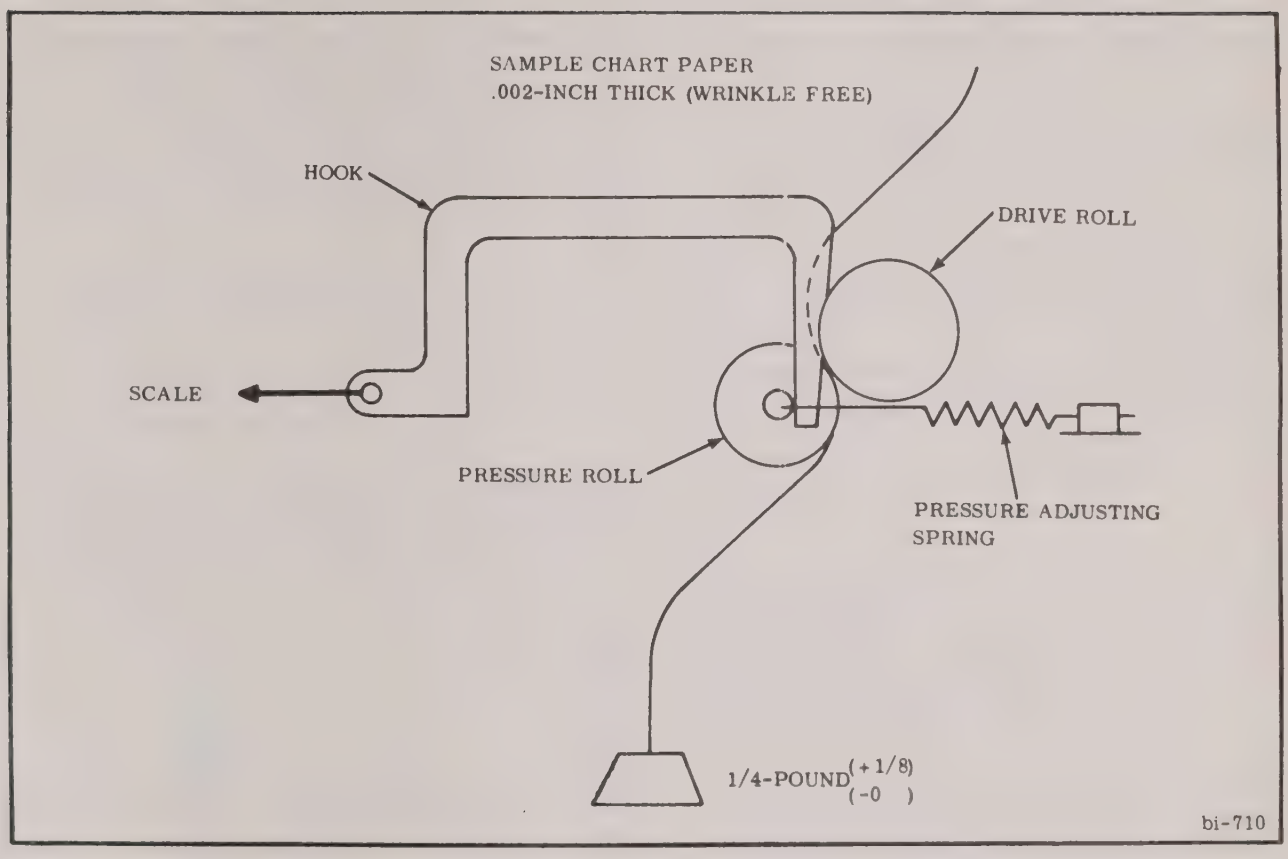

FIGURE 6-7 HORIZONTAL OSCILLOGRAPH PRESSURE ROLLER ADJUSTMENT
5. Hook scale around right end of pressure roller shaft and pull in direction shown in Figure 6-7.
8. If scale reading indicates adjustment is necessary, turn adjusting screw (Fig. 6-7) until proper reading is obtained.